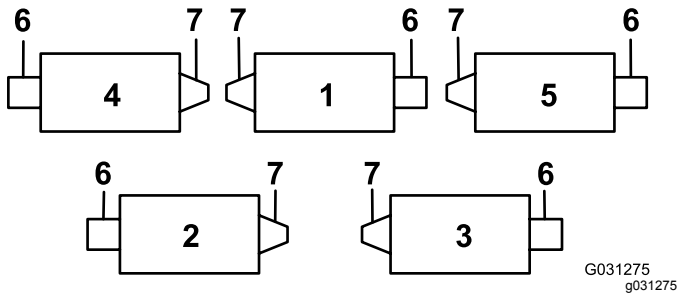
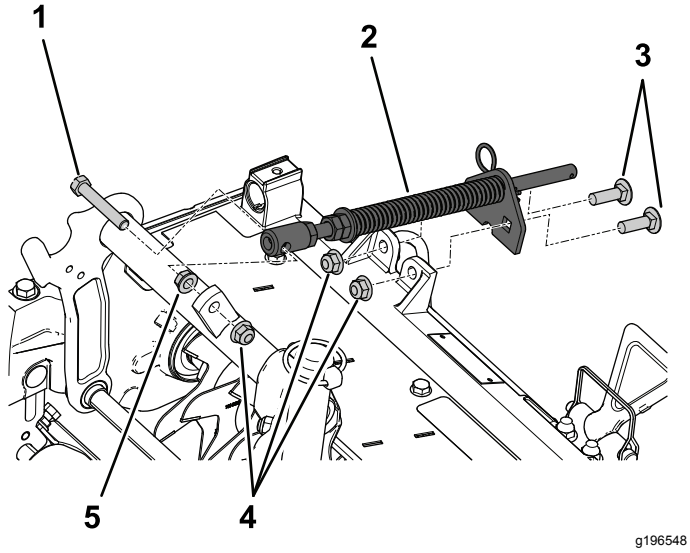

Figura 4
Figura 7
El engrasador debe instalarse en el lado de la unidad de verticorte donde va montado el motor del molinete. Consulte el diagrama siguiente para determinar la posición de cada motor de molinete (Figura 4).
3. En las unidades de verticorte 2 y 4 (Figura 4), mueva el contrapeso al otro extremo de la unidad de corte.
Instale el muelle de compensación del césped en el mismo extremo que el motor del molinete (Figura 4 y Figura 7).